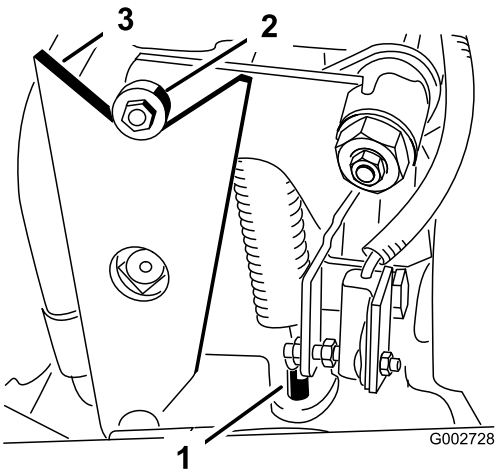

**Figur 42**
- Om hjulen snurrar i rätt riktning stänger du av motorn och justerar fjäderjusteringstappens låsmutter (Figur 42). Justera drivningens neutralläge. Läs mer om detta i Justera drivningens neutralinställning.